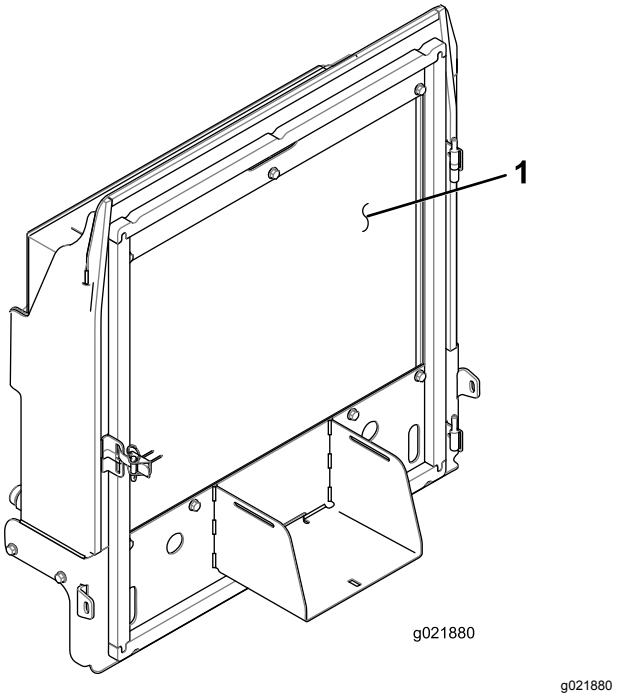

**Figur 96**
4. Rengör noga på båda sidor om kylaren/oljekylaren med tryckluft (Figur 96).